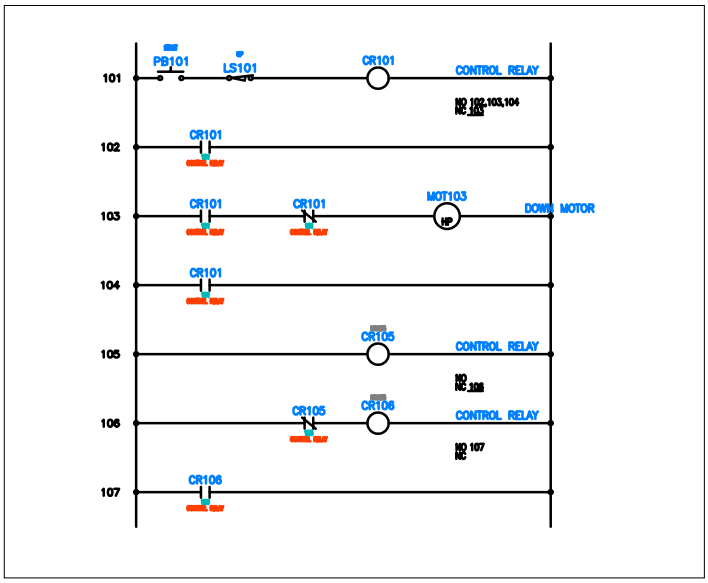

Figure 6-61 *The updated drawing*
3. Choose the **Skip** button from the **Update Related Components?** message box; the location codes are assigned to the selected components. If the **QSAVE** message box is displayed, choose the **OK** button from it; the drawings get updated and MCAB5 is displayed on the CR105 and CR106, as shown in Figure 6-61.